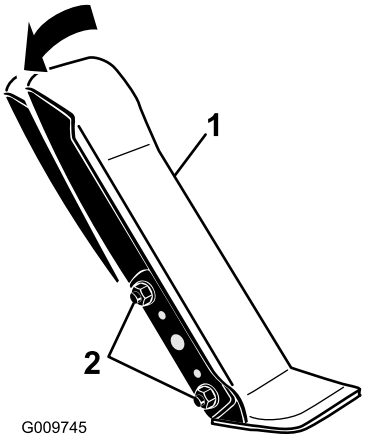

図 56
1. 走行ペダルの左側をブラケットに固定しているナットとボルト各2をゆるめる図 56。
2. 走行ペダルを希望の角度に調整し、ナットで固定する図 56。